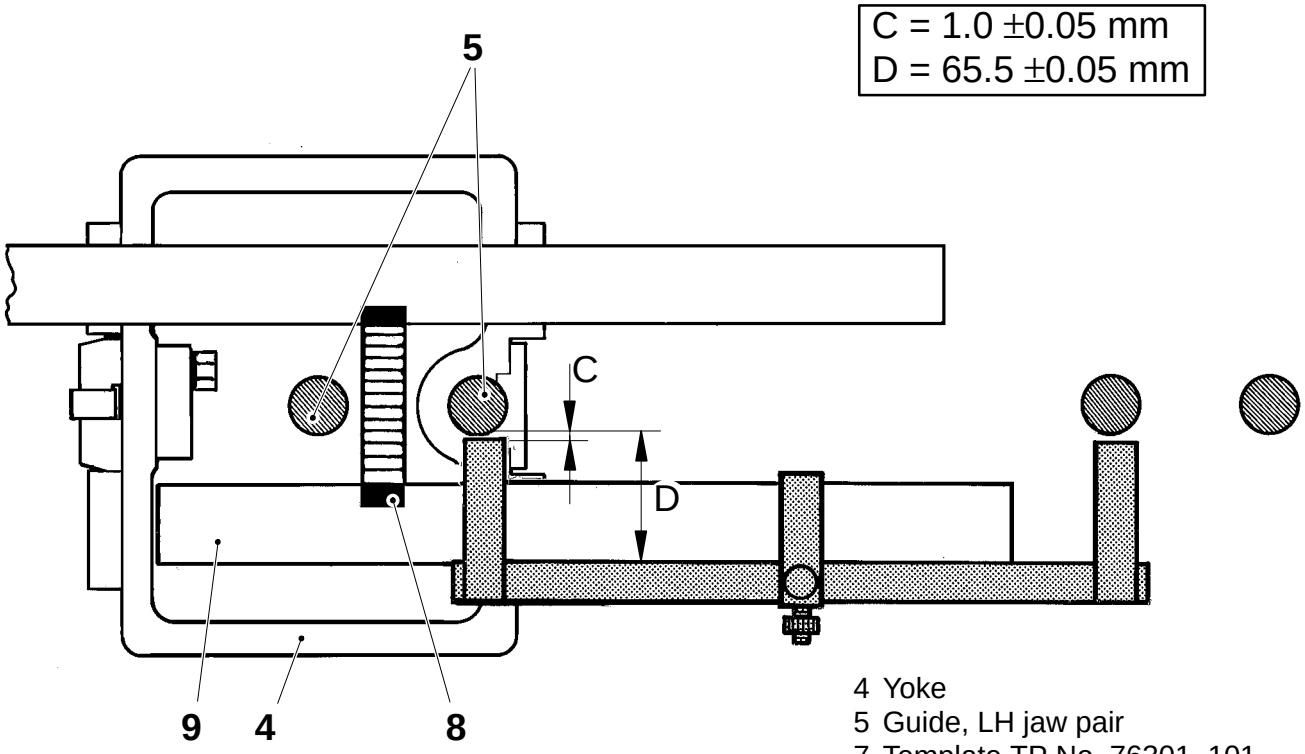

Fig. 5
g) Transfer the template to the carrier (7) of the cutting jaw side, see fig. 5.